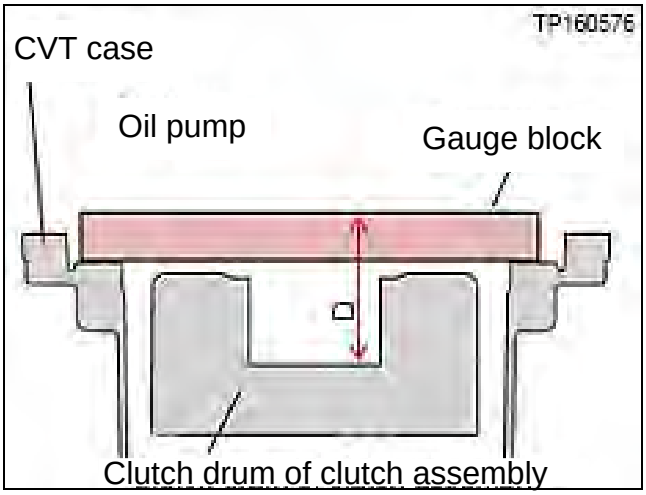

Figure 2G
4. Calculate the “average clutch assembly bore depth” (**D**) shown in Figure 2G as follows: